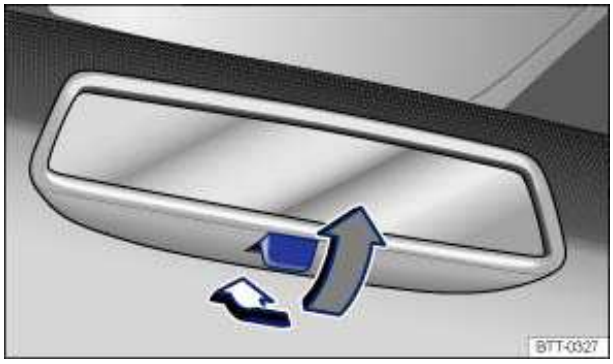

Fig. 80 Manually adjustable inside mirror.
- To adjust to non-glare visibility, move the lever so that it points backward ⇒fig. 80.